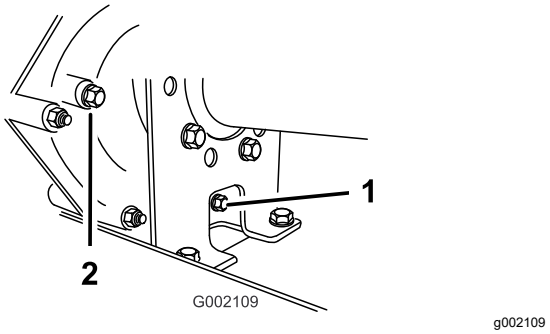

Figur 59
2. Rengjør området rundt fyllepluggen og tappepluggen med en klut (Figur 59).
4. Fjern fyllepluggen ved å rotere den mot klokken (Figur 59).
5. Fjern tappepluggen ved å rotere den mot klokken (Figur 59).
6. Monter og stram tappepluggen og pakningen i tappeplugghullet til drivverket (Figur 59).
7. Fyll beholderen (Figur 60) via fylleplugghullet med ca. 1,4 liter angitt olje eller til oljenivået i drivverket er på linje med bunnen av gjengene. (Figur 59).
8. Monter og stram fylleppluggen og pakningen i fylleplugghullet til drivverket (Figur 59).
10. Sjekk væskenivået, og fyll på væske hvis nivået er under gjengene i fyllplugghullet (Figur 59).